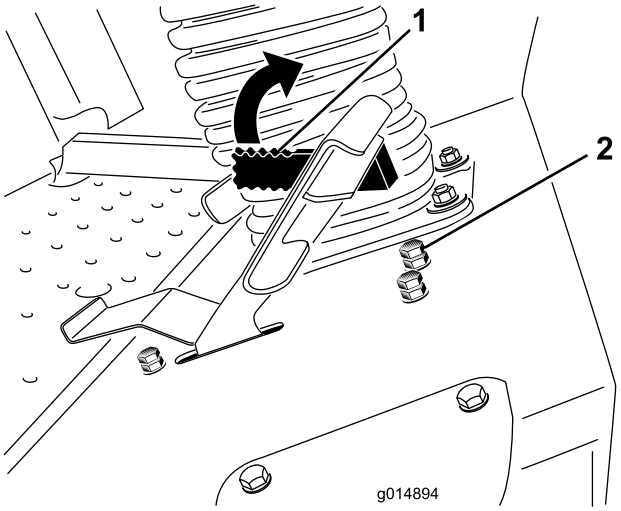

Figura 61
La palanca del limitador de la velocidad de siega (Figura 61) puede moverse hacia adelante para limitar la velocidad de tracción durante el uso.
3. Afloje la contratuerca del perno de tope del limitador de la velocidad de siega (Figura 61).